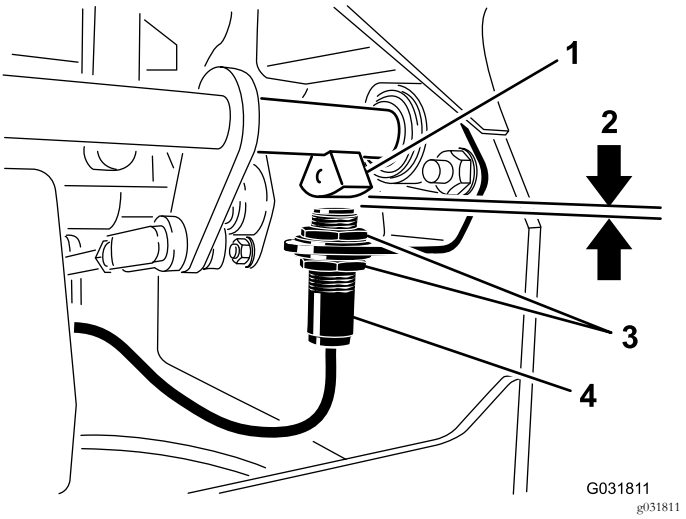

Figuur 49
4. Beweeg de schakelaar op of neer op de beugel tot de afstand tussen de sensor van de remas en de plunjer van de schakelaar 4 mm bedraagt; zie (Figuur 49).